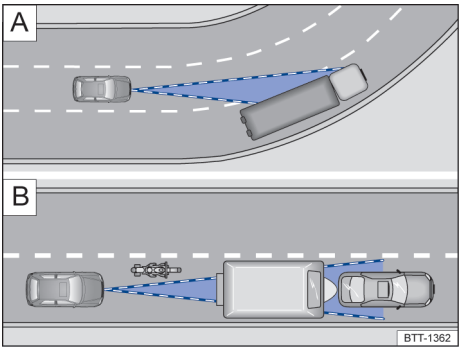

Fig. 96 A Condução em curva. B Veículos fora da área de alcance do sensor do radar
O sensor do radar sempre realiza as medições em sentido reto. Por isso, veículos em curvas fechadas podem ser acidentalmente detectados ou veículos a frente podem não ser detectados → Fig. 96 A. ▶
– Veículos que conduzem fora da área do sensor em pequena distância do próprio veículo, por exemplo, motocicletas → Fig. 96 B.